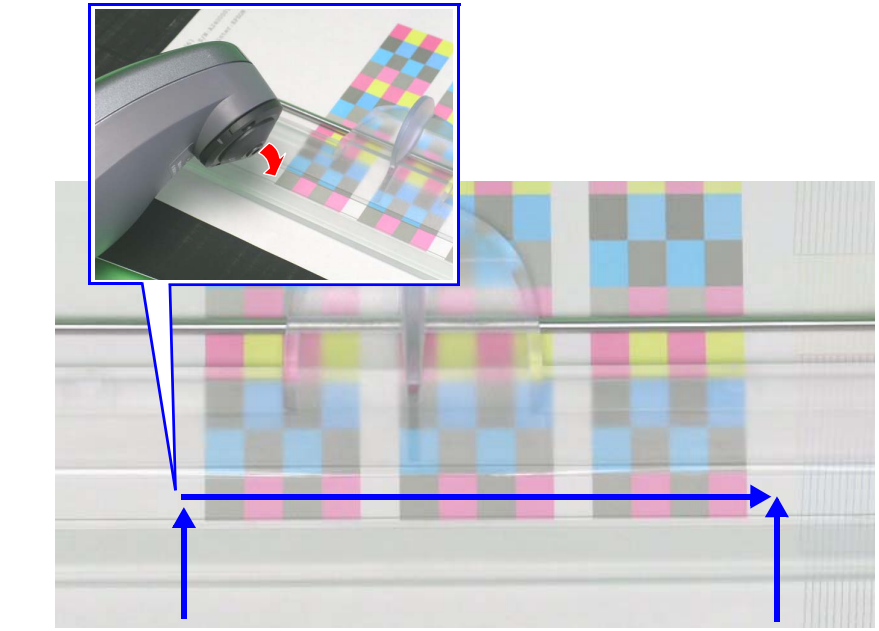

Figure 5-72. Setting the Calibrator/Measuring Position
1. Set the calibrator with its measuring part matched with measuring start position (margin) as shown in Figure 5-72.
- **Do not scan any places other than the one shown in Figure 5-72.**
1. Set the calibrator with its measuring part matched with measuring start position (gray part) as shown in Figure 5-72.